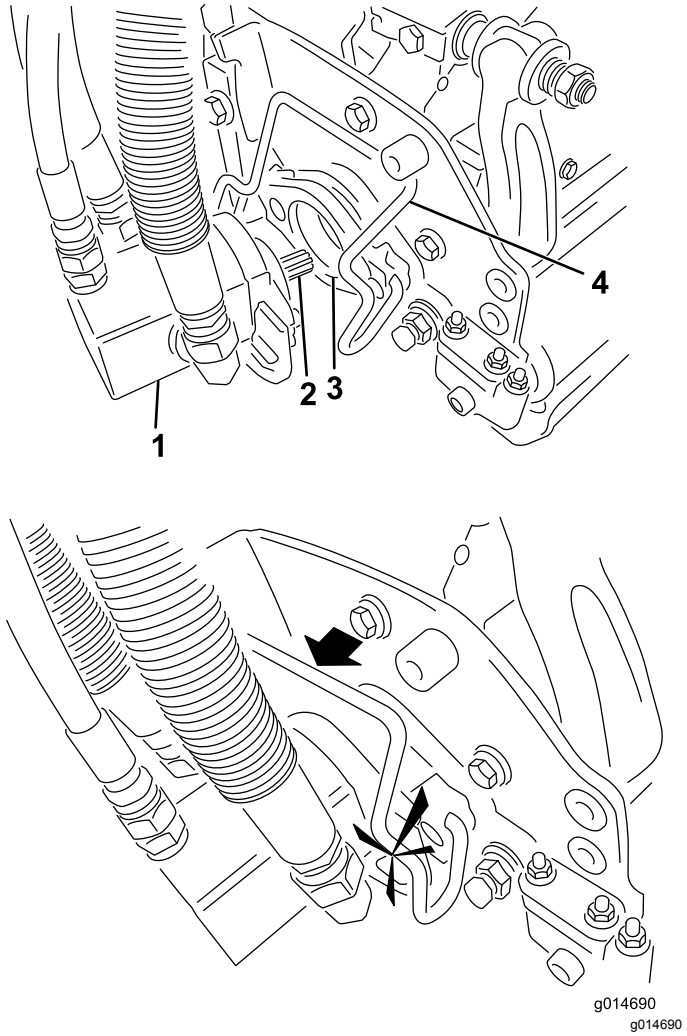

Figur 48
5. Dekk kileakselen i klippeenhetsmotoren med rent smørefett (Figur 48).
6. Sett motoren inn på klippeenhetens venstre side (fra brukerens synspunkt), og dra motorholdebøylen på klippeenheten mot motoren til du hører et "klikk" på begge sider (Figur 48).